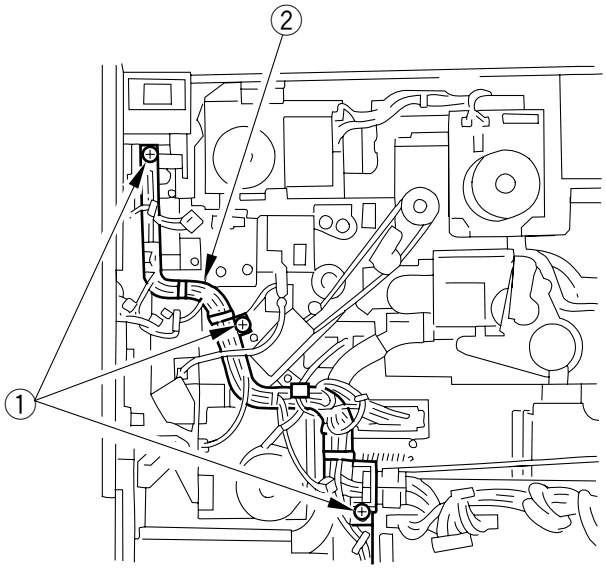

Figure 7-446
7) Free the harness guide 1. (See Figure 7-446.)
9) Remove the two mounting screws ①, and remove the deck relay drive assembly ②.